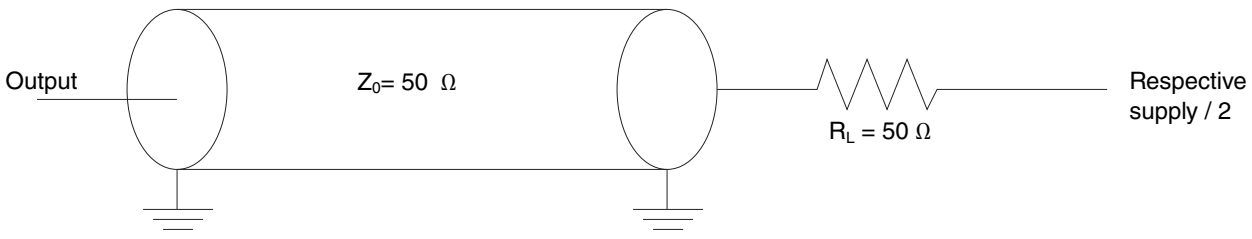
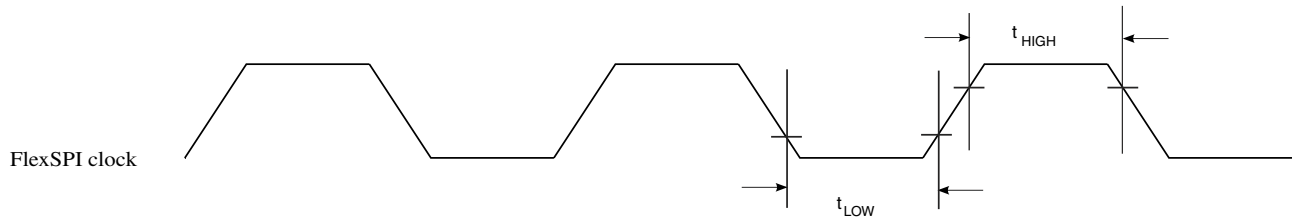
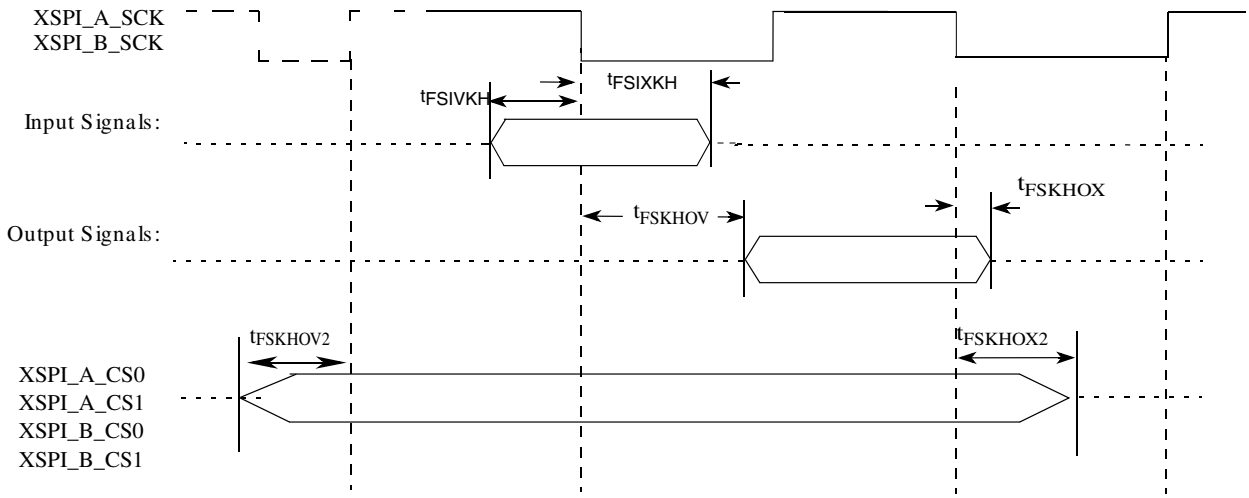
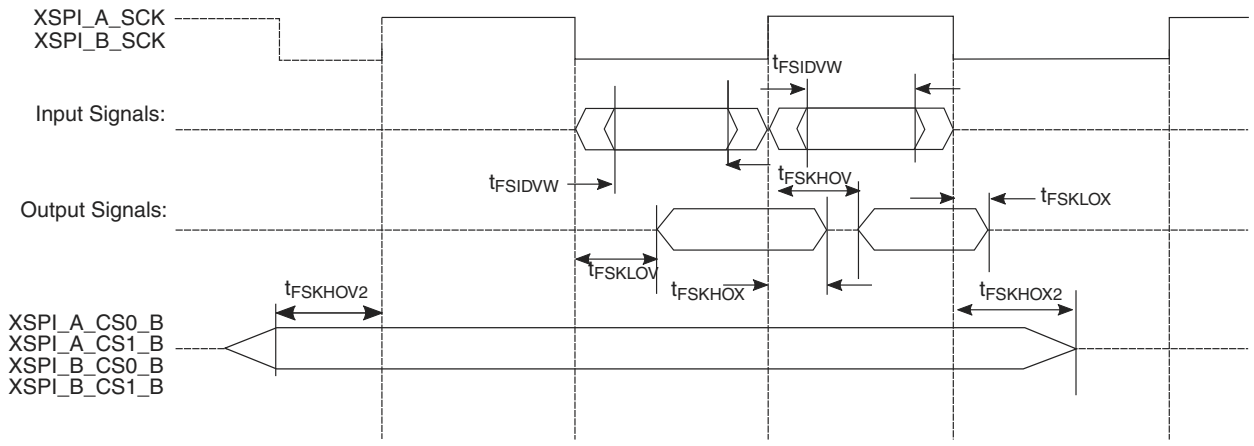

Figure 29. AC test load for FlexSPI
Figure 30. FlexSPI clock input timing diagram
Figure 31. FlexSPI SDR mode AC timing diagram
Figure 32. FlexSPI DDR mode 1 and 2 AC timing diagram
2. See Figure 29. on page 110.
3. See Figure 30. on page 111.
4. See Figure 31. on page 111.
1. Refer Flash Control Register 1 (FLSHxyCR1) in QorIQ LS1028ARM for more details, where x: A or B, y: 1 or 2. 2. See Figure 29. on page 110. 3. See Figure 30. on page 111. 4. See Figure 31. on page 111.
1. Refer Flash Control Register 1 (FLSHxyCR1) in QorIQ LS1028ARM for more details, where x: A or B, y: 1 or 2. 2. For DDR, Unit Internval (UI) is half of period. For example, 5 ns for 100 MHz 3. See Figure 29. on page 110. 4. See Figure 30. on page 111. 5. See Figure 32. on page 112.
4. See Figure 32. on page 112.